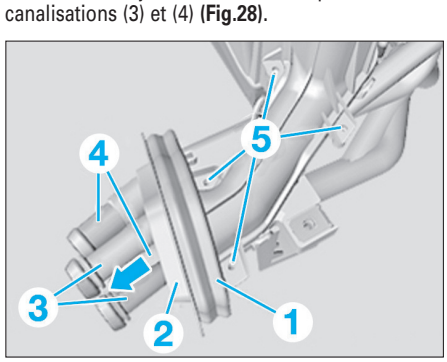

Fig. 28
• Tirer avec précaution le passe-câble en caoutchouc (1) et le joint en mousse (2) par dessus les canalisations (3) et (4) **(Fig.28)**.